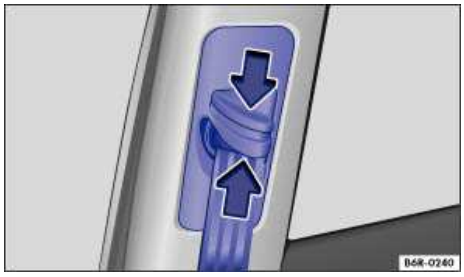

Fig. 57 Next to the front seats: Safety belt height adjuster.
- Pinch the safety belt attachment together as indicated by the arrows and hold ⇒ fig. 57.